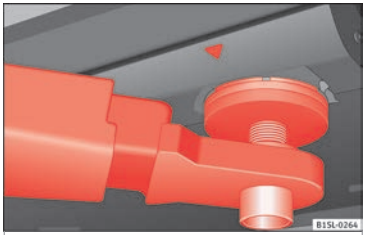
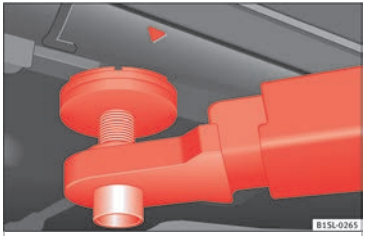

Fig. 233 Front jacking points for raising vehicle with lifting platform or jack
Fig. 234 Rear jacking points for raising vehicle with lifting platform or jack
Always use the jacking points indicated in the figures ››› **Fig. 233** and ››› **Fig. 234** when raising the vehicle. If the vehicle is not lifted at these points, it could be seriously damaged ››› ❗ or lead to serious injury ››› ⚠.
- **Only use the jacking points indicated in the figures ››› Fig. 233 and ››› Fig. 234 when raising the vehicle. If the vehicle is not lifted at the indicated points, it may fall from the platform while the engine or gearbox is being dismounted, for example.**